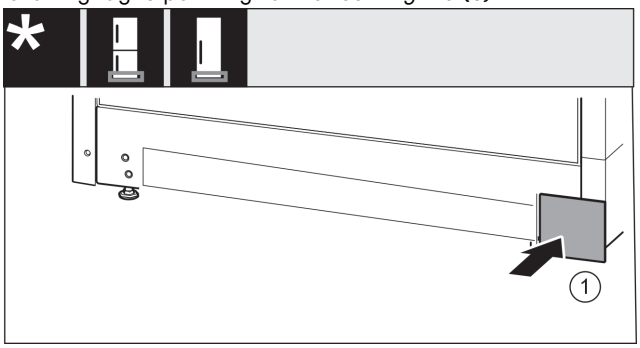

Fig. 21
- ▶ Put the cover back on the other side. *Fig. 21 (1)*